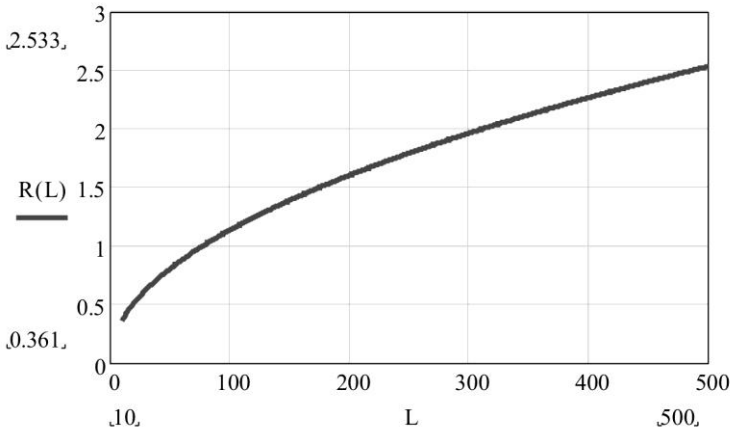

Рис. 4.3
4.4 Максимальная ширина ЧЗ на открытом участке зависит от расстояния между БПРД и БПРМ, определяется как ***2×R(L)*** по ориентировочному графику (см. рис. 4.3) при L равном расстоянию между БПРД и БПРМ. Ширина ЧЗ на конкретном отрезке определяется по тому же графику, но при L равном удвоенному расстоянию до ближайшего блока.
2) ширина ЗО зависит от ориентации БПРД и БПРМ, расстояния до отражающих предметов (заграждений, стен зданий и т. п.) и установленных порогов и может быть как меньше, так и больше приведенной на рис. 4.3.;